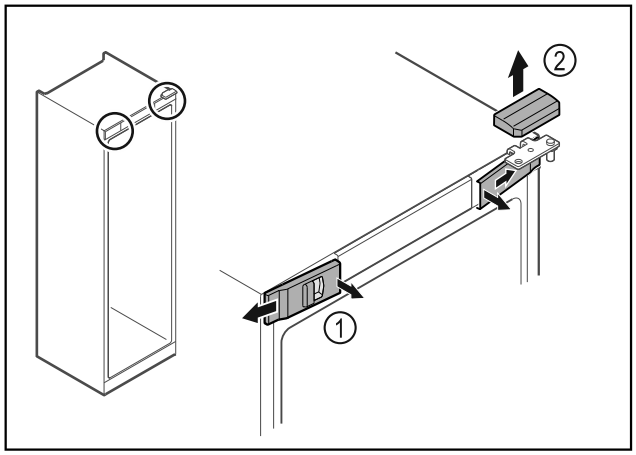

Fig. 10
▶ Desencajar las cubiertas delanteras *Fig. 10 (1)* del interior y dejarlas a un lado.
▶ Retirar hacia arriba la cubierta superior *Fig. 10 (2)*.